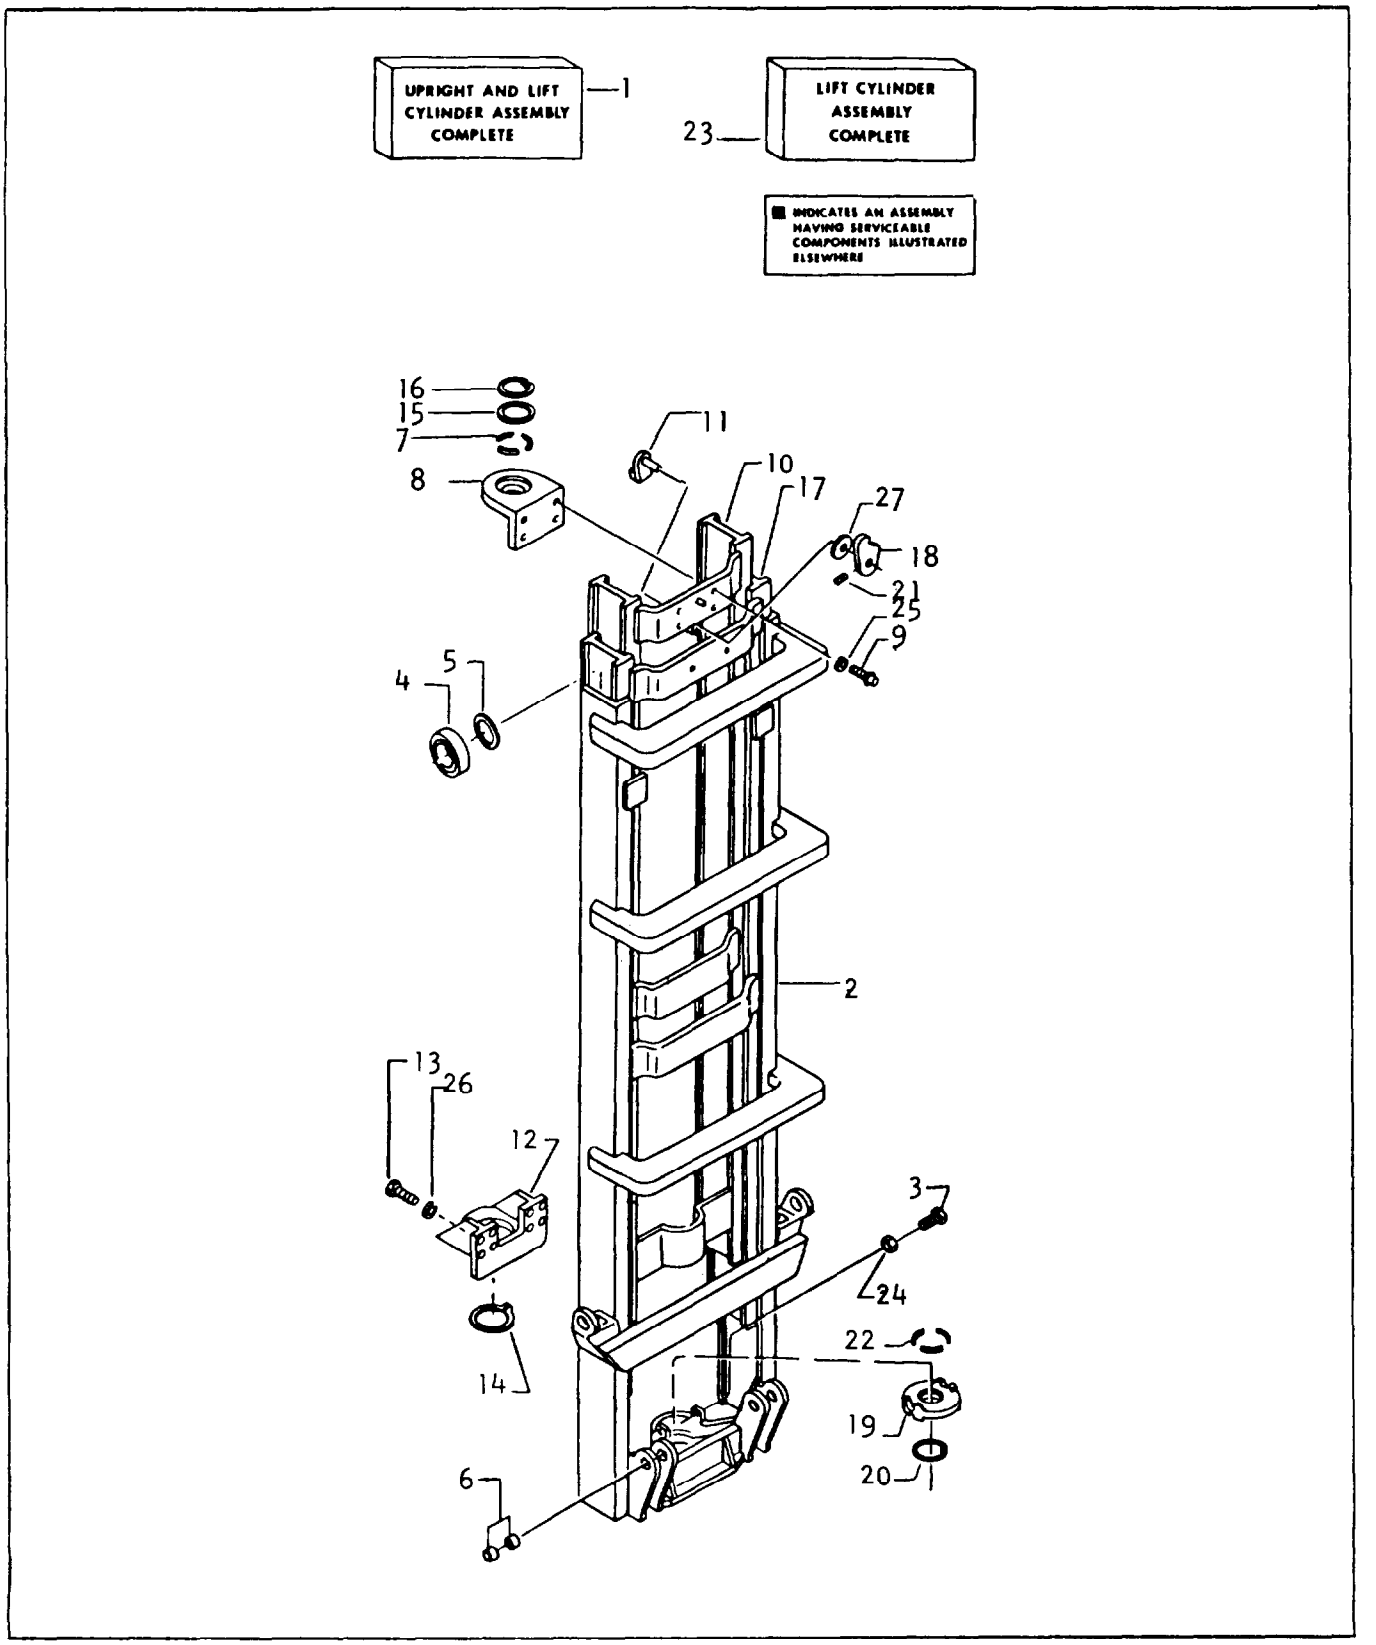

Figure 5-145. Upright Assembly
LEGEND FOR FIGURE 5-145
d. Reassemble the upright assembly according to the exploded view illustration, figure 5-145.